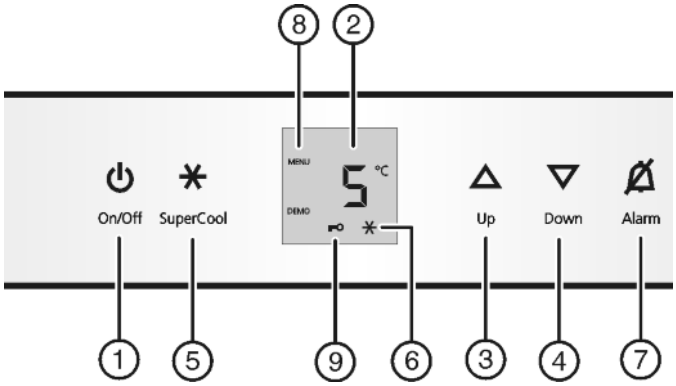

Fig. 2
▶ нажмите кнопку On/Off *Fig. 2 (1)*.
▶ Активация режима настройки: удерживайте кнопку SuperCool *Fig. 2 (5)* прибл. 5 секунд.
▷ Символ меню *Fig. 2 (8)* горит.
▶ Коротко нажмитекнопку SuperCool *Fig. 2 (5)* для подтверждения.
▶ Для включения защиты от детей коротко нажмите клавишу SuperCool *Fig. 2 (5)*.
▷ Символ "Защита от детей" *Fig. 2 (9)* горит. На индикации мигает **c**.
▶ Для выключения защиты от детей коротко нажмите клавишу SuperCool *Fig. 2 (5)*.
▷ Символ защиты от детей *Fig. 2 (9)* гаснет. На индикации мигает **c**.
▶ Выход из режима настройки: нажмите кнопку On/Off *Fig. 2 (1)*.
▶ Нажмите кнопку Alarm *Fig. 2 (7)*.
▶ Установка более высокой температуры: нажмите кнопку настройки Up *Fig. 2 (3)*.
▶ Установка более низкой температуры: нажмите кнопку настройки Down *Fig. 2 (4)*.
▶ Коротко нажмите кнопку SuperCool *Fig. 2 (5)*.
▷ На индикации горит символ SuperCool *Fig. 2 (6)*.
▷ Символ SuperCool *Fig. 2 (6)* на индикации гаснет.